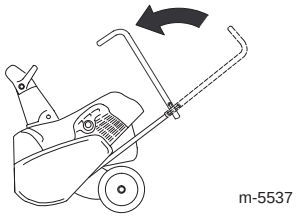

Figur 28
2. Placera det övre handtaget enligt figur 28.